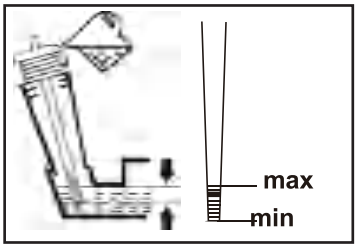

Fig. 9
4. The oil level must be between the “max” and “min” of the oil level markings. Add more oil if necessary. Do not overfill (Fig. 9).
6. Wipe spilled oil with a soft cloth and reattach the oil tank cap (22).